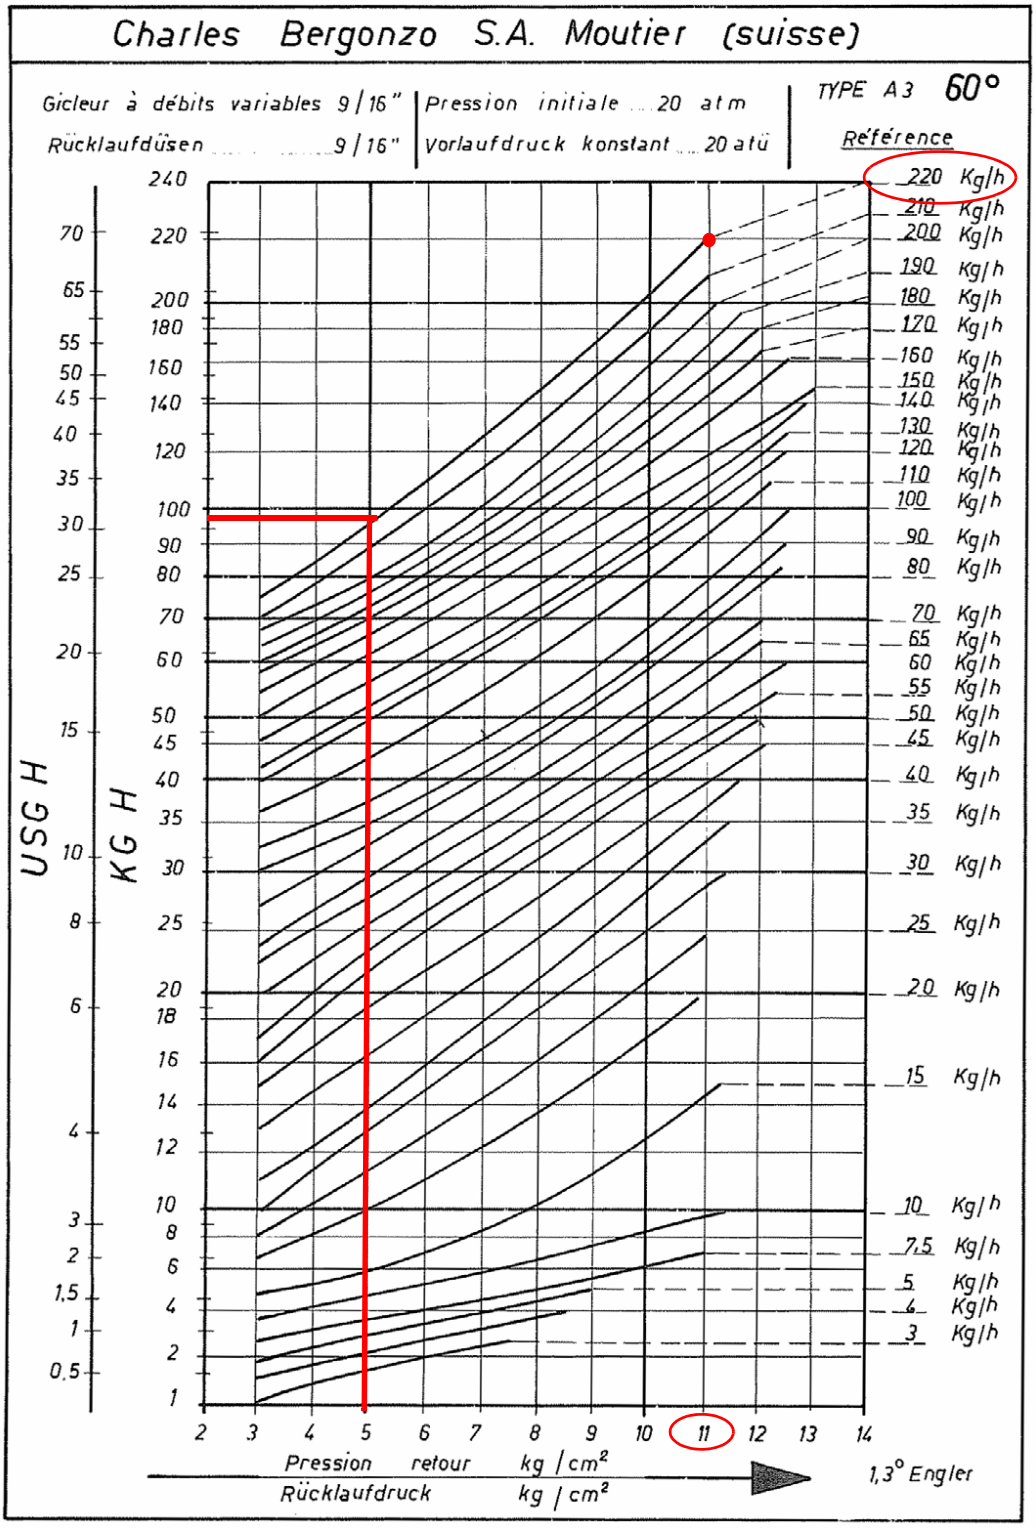

Fig. 25
La portata del gasolio viene regolata scegliendo un ugello (del tipo a riflusso) di dimensione adatta alla potenza della caldaia/utilizzo e tarando le pressioni di mandata e di ritorno secondo i valori riportati in tabella e nel diagramma di Fig. 25 (per la lettura delle pressione consultare i paragrafi successivi).
**Esempio:** se si ha in dotazione un ugello Bergonzo, con portata di 220 kg/h, si regola la pressione massima sul ritorno a 11 bar, alimentando a 20 bar in mandata: si ottiene una portata di 220 kg/h. Se, invece la pressione di ritorno che si vuole è di 5 bar, si deve agire sulla vite di regolazione del regolatore di pressione (vedi Fig. 25).